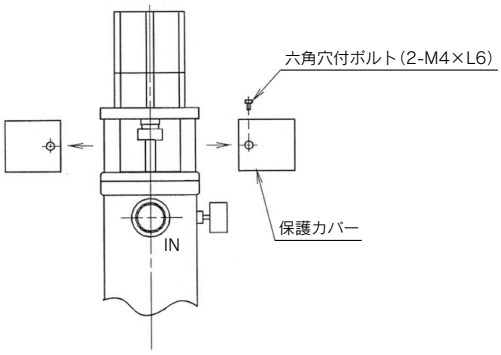

図1
①保護カバーを外す[**M4六角穴付ボルト2 ヶ所　図1参照**]